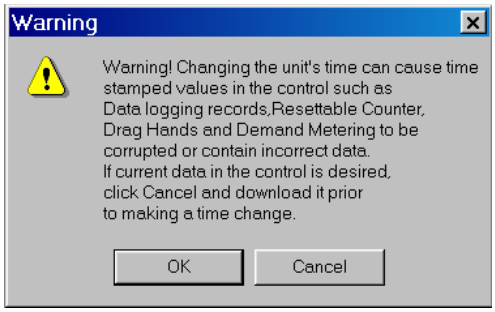
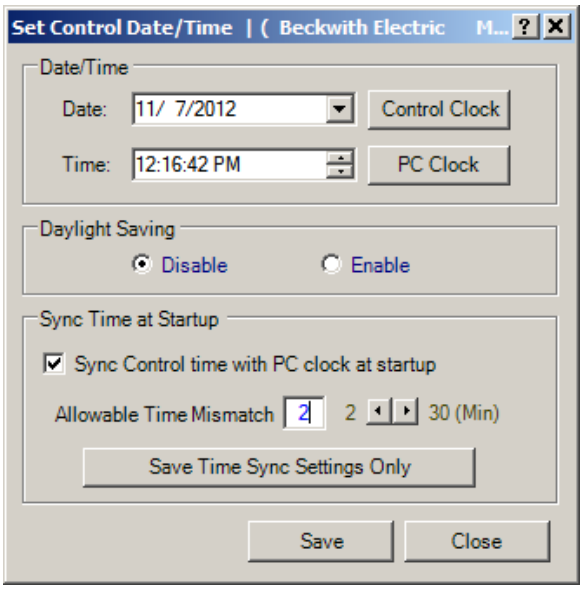

Figure 3-64 Set Date/Time Warning Dialog Screen
Figure 3-65 Set Control Date/Time Dialog Screen
1. From the TapTalk® Main Screen Utility drop down menu select **Set Date & Time**. TapTalk will display a warning (Figure 3-64) regarding time stamped values. Select **OK**. TapTalk will display Figure 3-65.
2. From the Set Control Date/Time dialog screen (Figure 3-65) select either **Control Clock** or **PC Clock**.